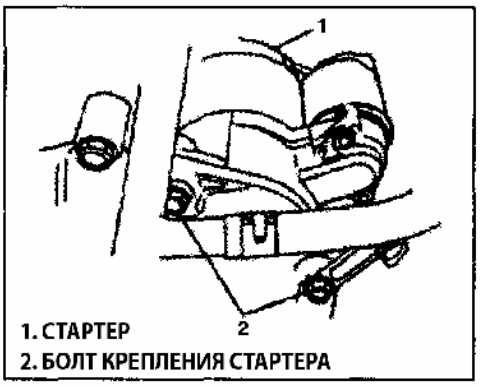

Рис. 182
3) Снимите два болта крепления стартера (Рис. 182).